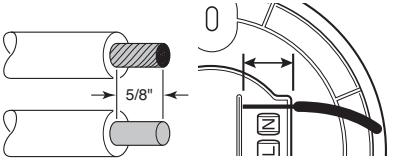

Figure 3
3. Retirez 5/8 po d'isolation à une extrémité du fil de cuivre plein (voir la Figure 3).
6. Pour brancher la queue-de-cochon à fil plein à la plaque de montage, dénudez 5/8 po d'isolation à l'autre extrémité du fil de cuivre plein. Servez-vous du guide à mesurer les fils à l'arrière de la plaque de montage pour avoir la bonne longueur de fil (voir la Figure 3).